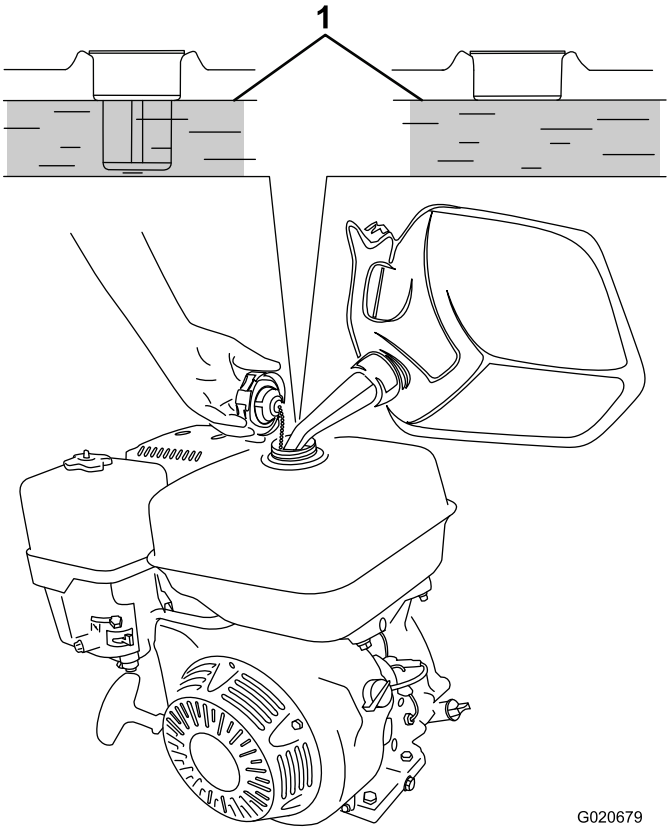

Figure 32
3. Versez de l'essence dans le réservoir de carburant jusqu'à ce que le niveau atteigne le bas du niveau maximum, comme montré à la Figure 32.